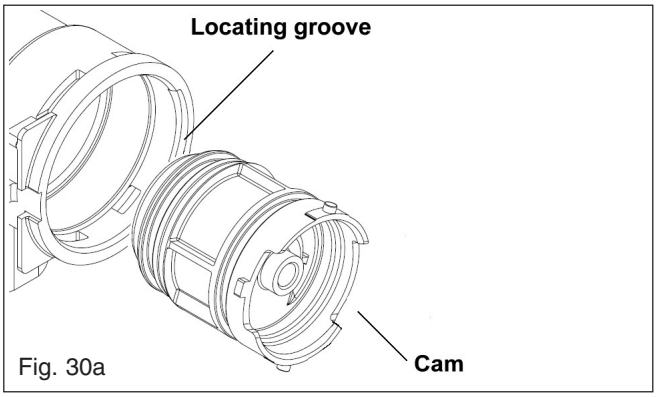

Fig. 30a
Remove the valve actuator as described in 6.22. Remove the cartridge locking pin (C) and - using a suitable pair of pliers - withdraw the cartridge assembly. The cartridge assembly is a non-serviceable item and therefore needs to be replaced if it's suspected as being damaged or worn. Replace in the reverse order ensuring that the seating cam inserts into the locating groove correctly (see fig. 30a). Ensure all seals are in good condition, taking care to ensure they are replaced correctly.